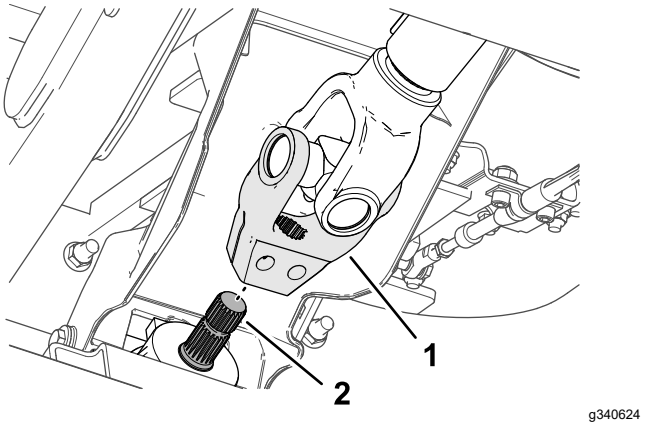

Bild 16
5. Richten Sie die Verzahnung des Antriebswellenjochs auf die Verzahnung der Eingangswelle des Anbaugeräts (Bild 16) aus und schieben Sie das Joch über die Welle.